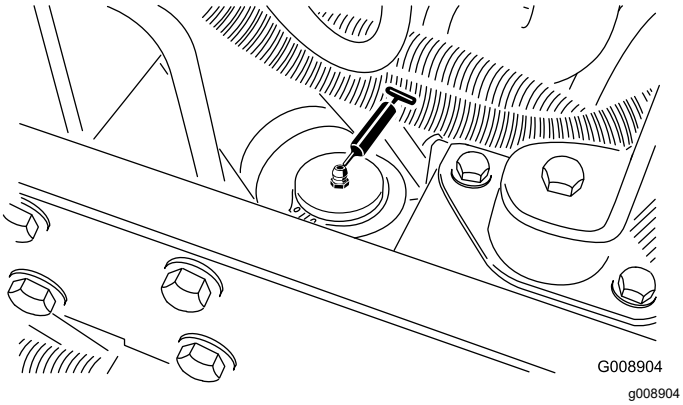

Rysunek 69
- Siłownik wspomagania kierownicy (Rysunek 69).